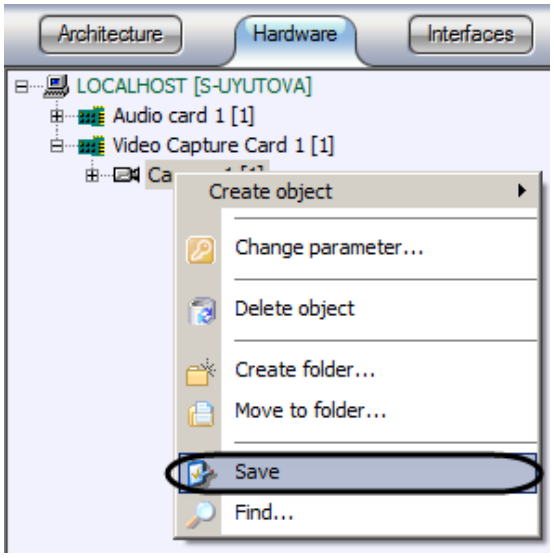

Figure 11.2-19 The “Save” menu item
2. Select the “Save” menu item (Figure 11.2-19).